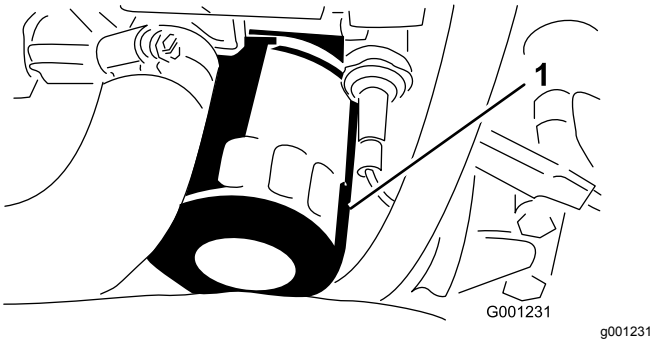

Figur 51
6. Afmonter og udskift oliefilteret (Figur 51).